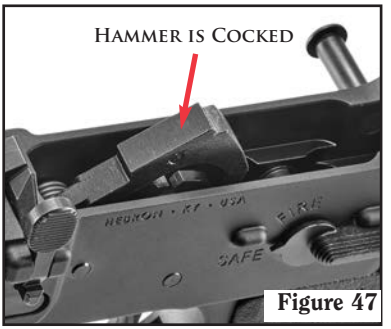

Figure 47
a. Make sure the hammer is cocked (see Figure 47), place the safety selector on "SAFE," and make sure both the takedown pin and pivot pin are pushed completely to the right side of the lower receiver. Make sure the bolt carrier is all the way forward in the upper receiver. Put the upper receiver onto the lower receiver and slide the upper receiver all the way rearward against the lower receiver.